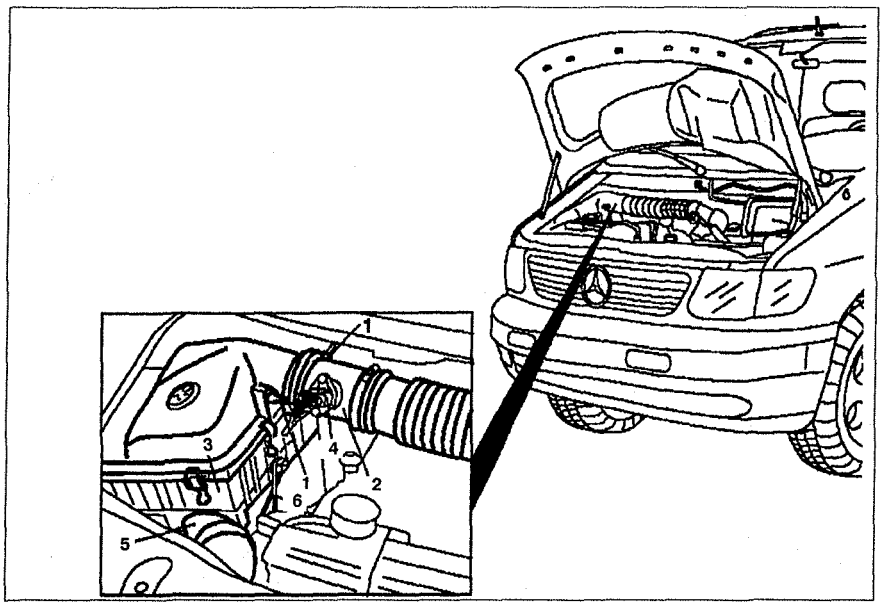

Рис. 3.7. Воздушный фильтр:
1. Ослабьте зажимы **1** крепления датчика расхода воздуха **2** к корпусу фильтра **3** (см.рис.3.7).